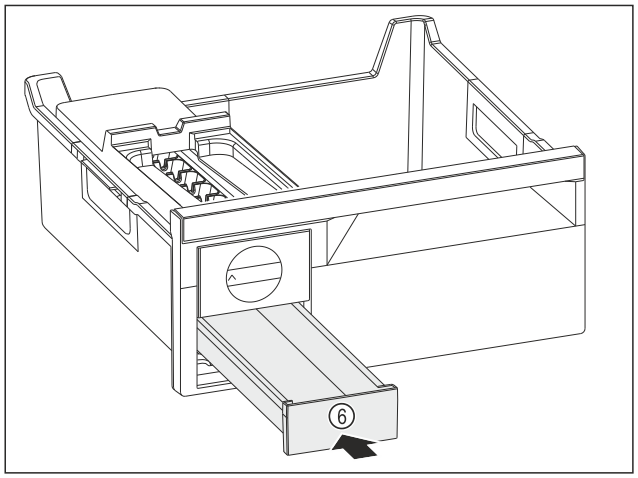

Fig. 150
▶ Skub isterningeskuffen *Fig. 150 (6)* ind.